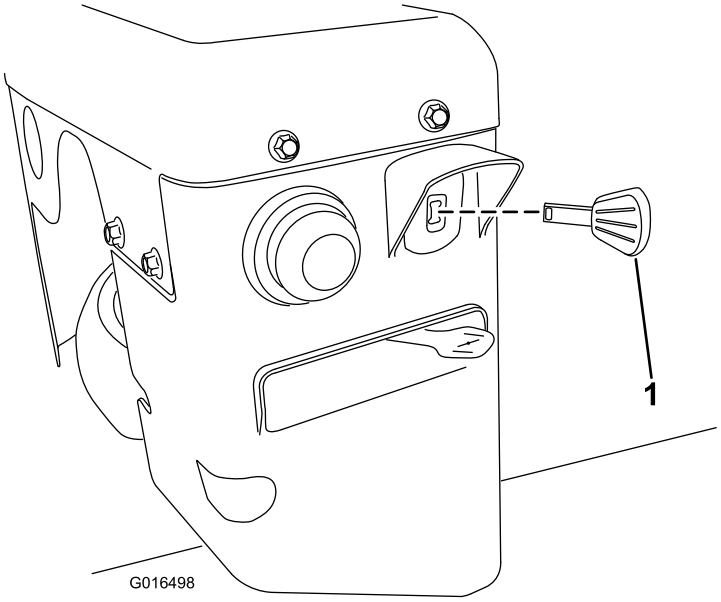

Bild 26
3. Stecken Sie den Zündschlüssel ein (Bild 26).